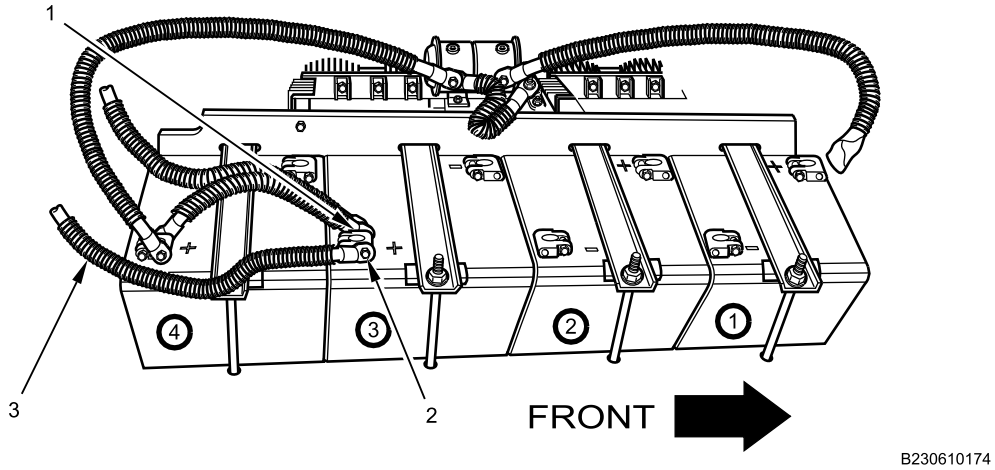

Figure 4. Battery Cable Connections.
3. Install NATO jump start connector positive battery cable (Figure 4, Item 3) and nut (Figure 4, Item 2) to third battery positive terminal (Figure 4, Item 1). Tighten nut securely.